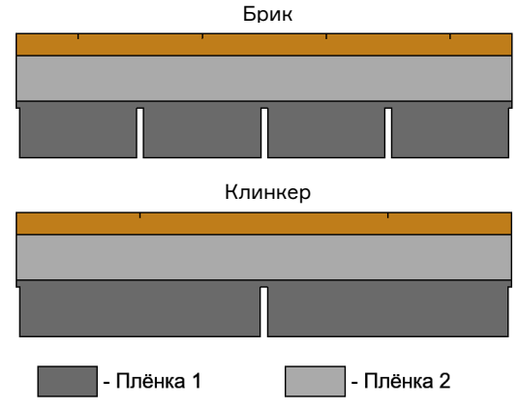

Рис. 10. Тыльная сторона фасадной плитки.
7.1.2 Перед монтажом стартовой полосы снимите оставшуюся часть плёнки № 1. Плёнку №2 снимать не требуется (рис. 10).
8.1.1 Перед монтажом фасадной плитки на фасад снимите плёнку №1 с тыльной стороны гонта (рис. 10). Плёнку №2 снимать не требуется.